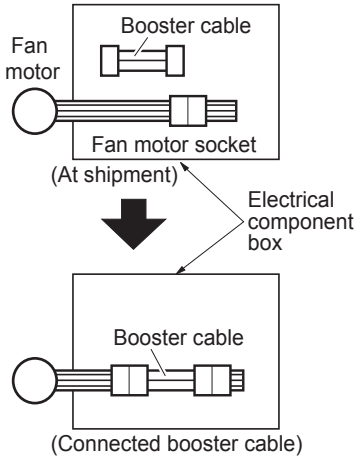

Fig. 7-1
(1) Remove 2 screws on the electrical component box and remove the cover plate.
(2) Disconnect the fan motor sockets in the box.
(3) Take out the booster cable (sockets at both ends) clamped in the box.
(4) Securely connect the booster cable sockets between the disconnected fan motor sockets in step 2 as shown in the Fig. 7-1.
(5) Place the cable neatly in the box and reinstall the cover plate.